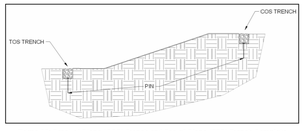

Figure 12: Crest of Slope (COS) Trench and Toe of Slope (TOS) Trench Complete
1. Begin the Landlok 450 laydown process by starting with the downstream / downwind end of the site. To ensure proper pining of the overlapped areas the proceeding roll width must be laid out before the current roll width can be pinned with exception to the final roll width. For straight sections of a slope, Landlok 450 panel lengths should be long enough to construct COS and TOS trenches while also covering the surface of the slope being armored (Figure 12). Panel edges should rest approximately perpendicular to the slope center line. For best results, panels of Landlok 450 should be continuous and free from seams or roll end overlaps that are parallel to the centerline of the slope. Panel edge overlapping should follow a pattern of placing each proceeding panel's edge overtop the previous panel edge, shingling the panels in the direction of the water flow or prevailing wind.
7. Secure Landlok 450 with pins in the TOS trench. Suggested placement of pins for the TOS trench is along the bottom of the trench with pins on 12 in (300 mm) centers (Figure 12).
8. Backfill and compact the TOS trench. (Figure 12)